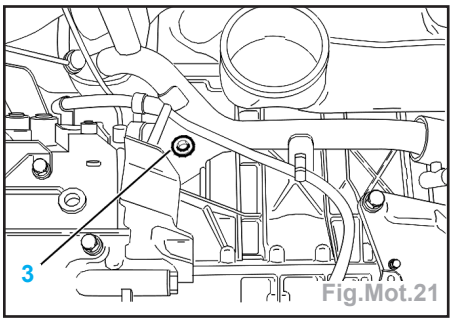

Fig.Mot.21
- Vidanger le moteur en déposant le bouchon (3) (Fig.Mot.21).